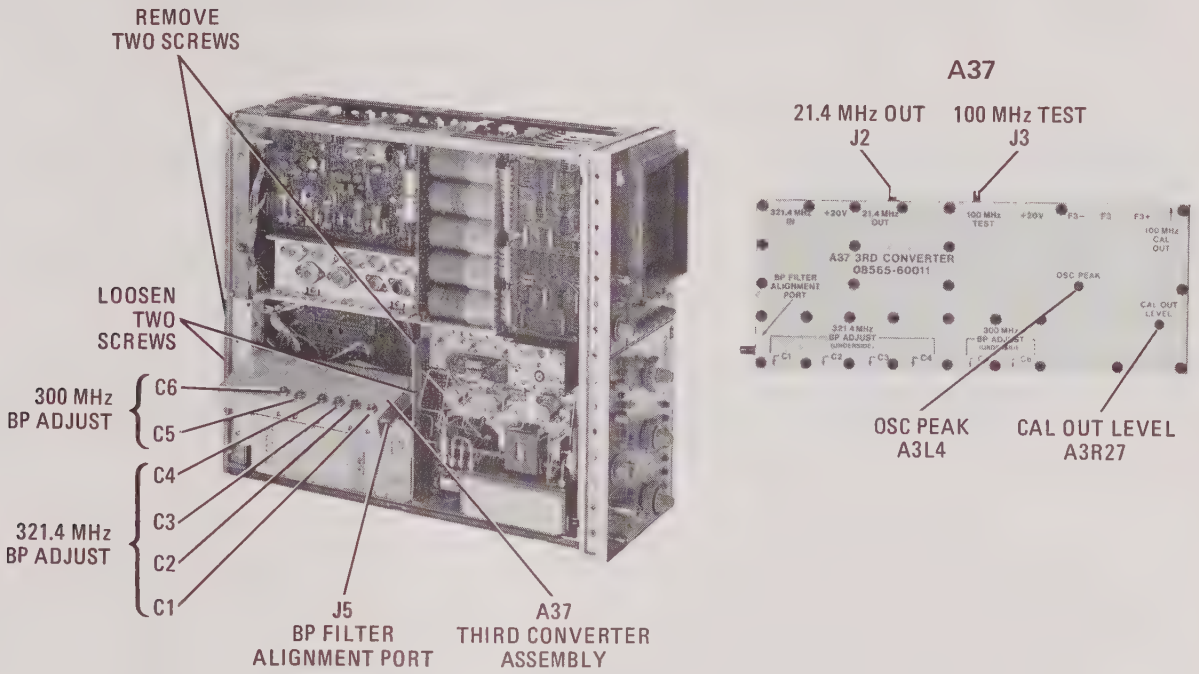

Figure 5-38. Third Converter Adjustment Locations
b. Remove two screws and loosen two screws (Figure 5-38) and tilt out A37 Third Converter Assembly.